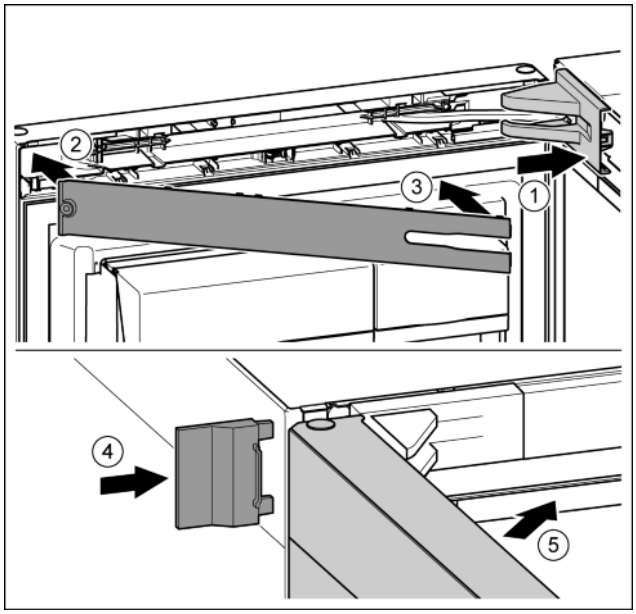

Fig. 44
▶ Afdekking van de lagerbus aanbrengen en vastklikken, en indien nodig, voorzichtig uit elkaar drukken. *Fig. 44 (1)*
▶ Paneel aanbrengen. *Fig. 44 (2)*
▶ Paneel naar binnen draaien en vastklikken. *Fig. 44 (3)*
▶ Buitenste afdekking erop schuiven. *Fig. 44 (4)*
▶ Bovenste deur sluiten. *Fig. 44 (5)*